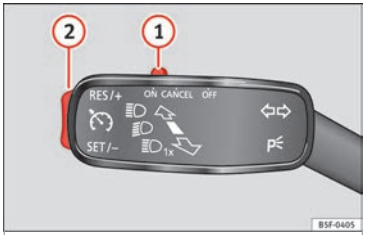

Fig. 39 See position on page 7-8
- Switching on the CCS: Move switch ››› **Fig. 39** (1) to **ON**. The system is on. If no speed has been programmed, the system will not control it.
- Activating the CCS: Press button ››› **Fig. 39** (2) in the **SET/–** area. The current speed is memorised and controlled.
- Temporarily switching off the CCS: Move switch ››› **Fig. 39** (1) to **CANCEL** or push the brake. The cruise control system is switched off temporarily.
- Reactivating the CCS: Press button ››› **Fig. 39** (2) in **RES/+**. The memorised speed is saved and controlled again.
- Increasing stored speed during CCS regulation: press button (2) in **RES/+**. The vehicle accelerates until the new stored speed.
- Reducing stored speed during CCS regulation: press button (2) in **SET/–** to lower the speed by 1 km/h (1 mph). Speed is reduced until reaching the new stored speed.
- Switching off the CCS: Move switch ››› **Fig. 39** (1) to **OFF**. The system is disconnected and the memorised speed is deleted.